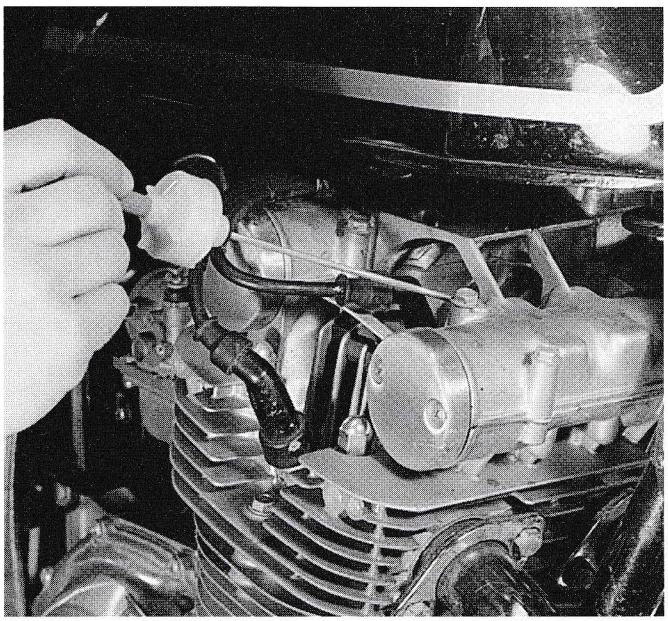

Figure 20-78. A stethoscope is helpful in determining the origin of a particular engine noise. Any noise will be loudest at its source.
- Listen for unusual noises by using a stethoscope as in **Figure 20-78.**